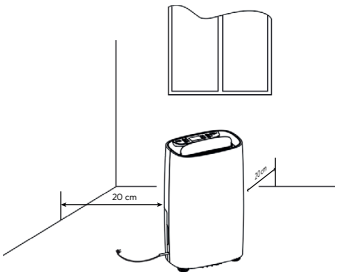

rys. 1
1. Ustaw osuszacz na płaskiej, stabilnej i równej powierzchni. Ustaw urządzenie tak, aby z każdej strony zostało minimum 20 cm wolnej przestrzeni dla zapewnienia swobodnej cyrkulacji powietrza (rys.1).